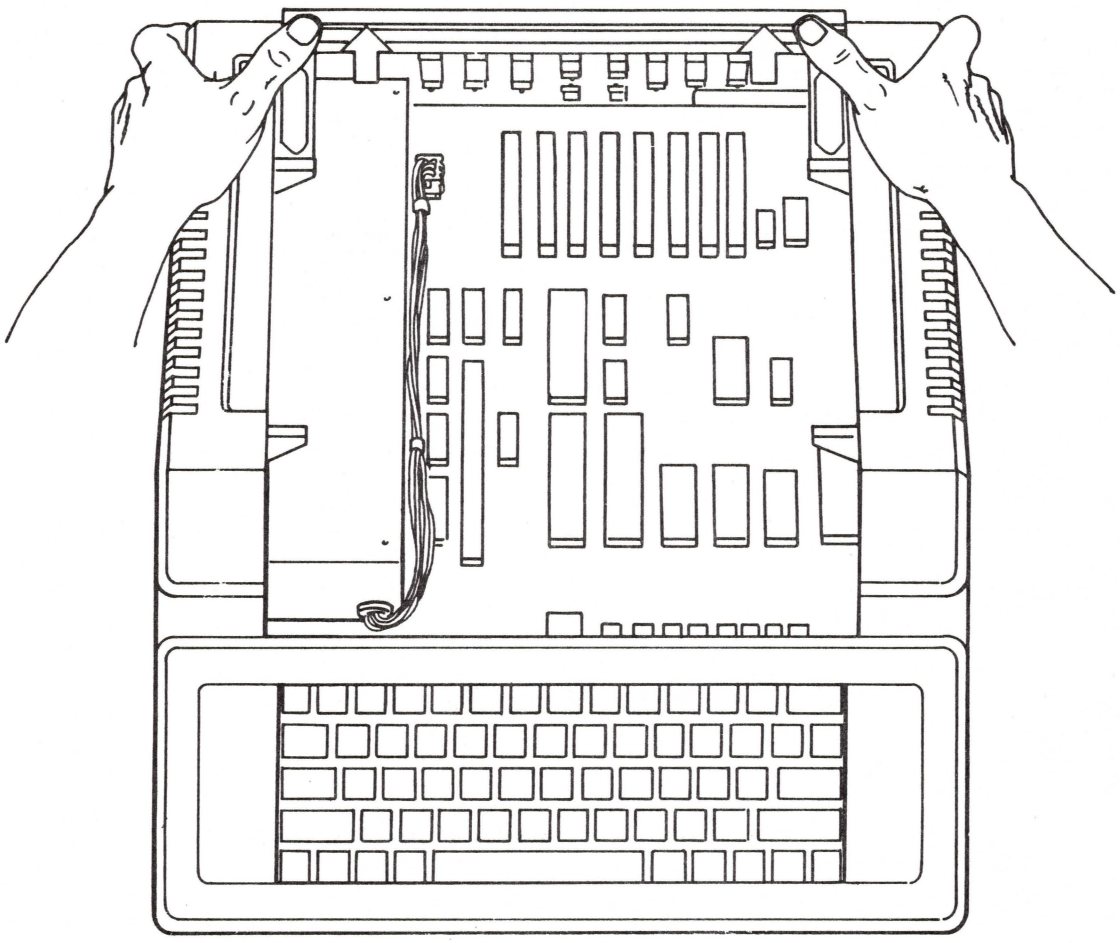

FIGURE 7
6. To free the housing on older versions, push back on the thin metal back plate until is is free from the horizontal bar which is part of the housing (See Figure 7, #1). Gently lift the housing off the base.